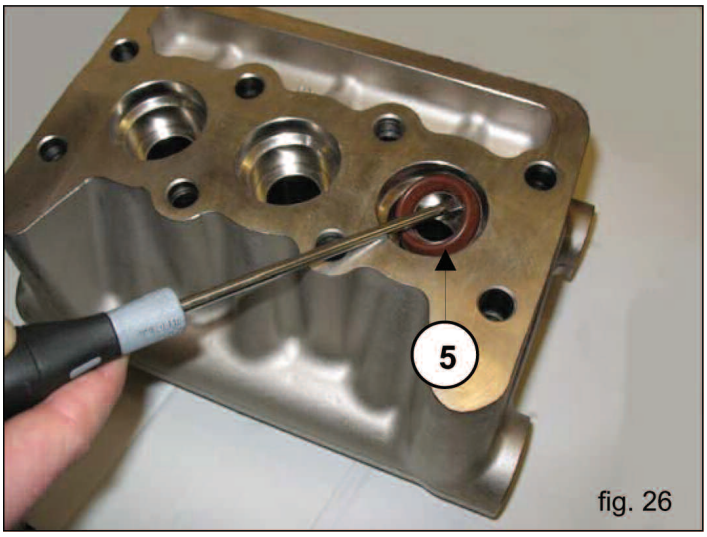

fig. 26
B) Extract the high pressure seals from the head, and the low pressure seals from their related support by using standard tools as shown in 5, fig. 26; be careful not to damage the seats.